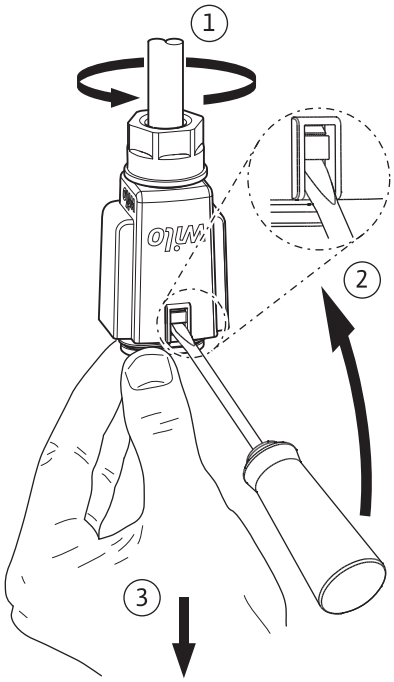

Fig. 6: Демонтаж Wilo-Connector
- Снять Wilo-Connector с насоса и демонтировать с помощью подходящей отвертки (Fig. 6).